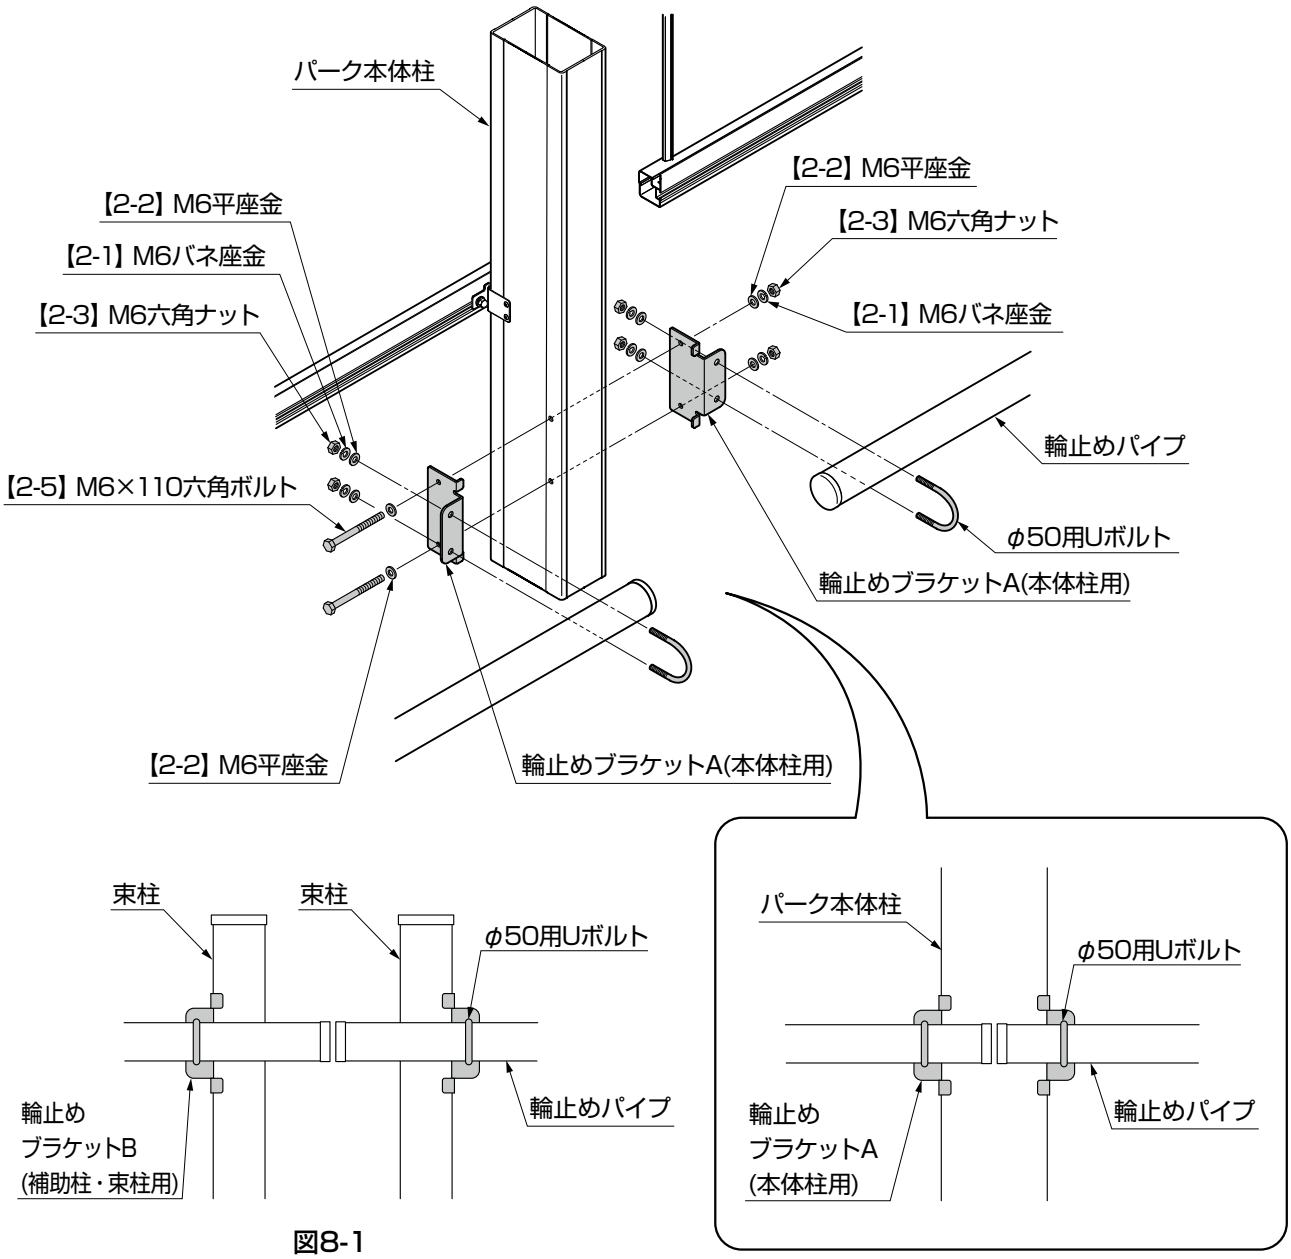

図8-1
- ●フーゴ・ネスカ A・F・RスタイルのL36・L43・L50とフーゴR1500スタイルの全型の場合は、束柱で輪止めパイプを固定します。（図8-1参照）